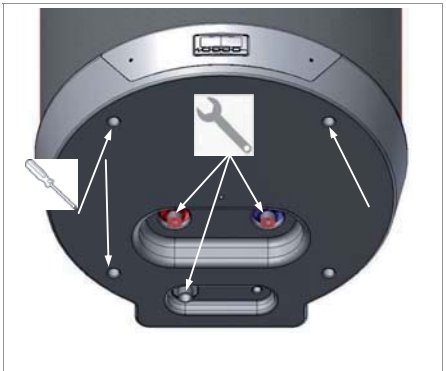

Fig. 1 – Rimozione pannello inferiore
- Rimuovere il pannello inferiore agendo sulle apposite viti di chiusura (Fig.1);